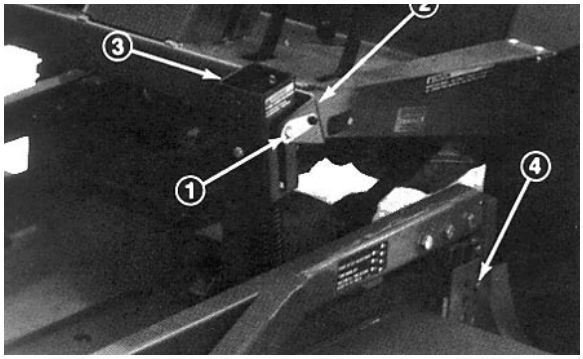

Afbeelding 9
2. Maak de tegenbalans van de tractie-eenheid los, verwijder de borgpen uit de steunen, haal de veerspanners los van de steunen en leg deze op de maai-eenheid. Steek de borgpennen losjes in de steunen zodat u ze niet kwijtraakt (Afb. 9).
3. Laat de maai-eenheid zakken, verwijder de (4) pinnen uit gaten van de maaihoogte-instelling (Afb. 9).